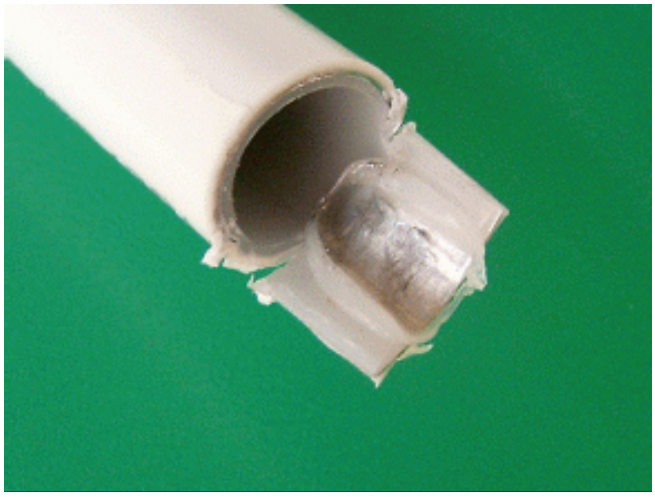

Abb. 3.5.3
Auf dem Markt gibt es Rohr für Warmwasserheizsysteme, die sich sehr gut zur Herstellung von Schleifenantennen eignen. Sie bestehen aus 3 Schichten - zwei Schichten aus Polyethylen (PE) und einer Aluminiumschicht in der Mitte. Dieses Rohr ist sehr leicht und mit ihnen können perfekte dicke Schleifen hergestellt werden. Die Kreisform ist leicht zu bilden, da die Rohre flexibel sind. Eine Schleife mit einem Durchmesser von 95 cm ist in Abb. 3.5.1 dargestellt. Es wird ein Rohr vom Typ 12,7 mm (½ Zoll) verwendet, der Außendurchmesser beträgt jedoch tatsächlich 15 mm. Der Mast besteht aus einem PVC-Rohr mit 40 mm Durchmesser. Der Anschluß der Schleifenleitungen ist in Abb. 3.5.3, Abb. 3.5.4 dargestellt. Das Rohr kann leicht mit einem scharfen Messer geschnitten werden.
Die PE-Schichten können bis zu einem gewissen Grad mit heißem Lötkolben entfernt werden, wie in Abb. 3.5.3 gezeigt. Dann muß die Aluminiumoberfläche beider Seiten sorgfältig mit einem scharfen Werkzeug gereinigt werden. Die Anschlußöse zwischen Aluminium- und Kupfer muß verzinnt werden, um elektrochemische Korrosion zu vermeiden. Aus dem gleichen Grund müssen Edelstahlschrauben mit Zahn-Unterlegscheiben verwendet werden (Abb. 3.5.4). Mit einer Kunststoffplatte werden die Schleifenenden mit 3-mm-Schrauben befestigt (Abb. 3.5.5). Die Platte wird mit zwei 5 mm Schrauben am Mast befestigt. Die Rohröffnungen können mechanisch mit Kappen oder mit Schmelzkleber verstopft werden. Beachten Sie, daß PE nicht mit Standardklebstoffen verklebt werden kann! Die Induktivität dieser Schleife beträgt 2,6 uH und die Fläche beträgt 0,71 m². Die Schleife ist mechanisch sehr stabil und es können noch größere Schlaufen aus demselben Material hergestellt werden.